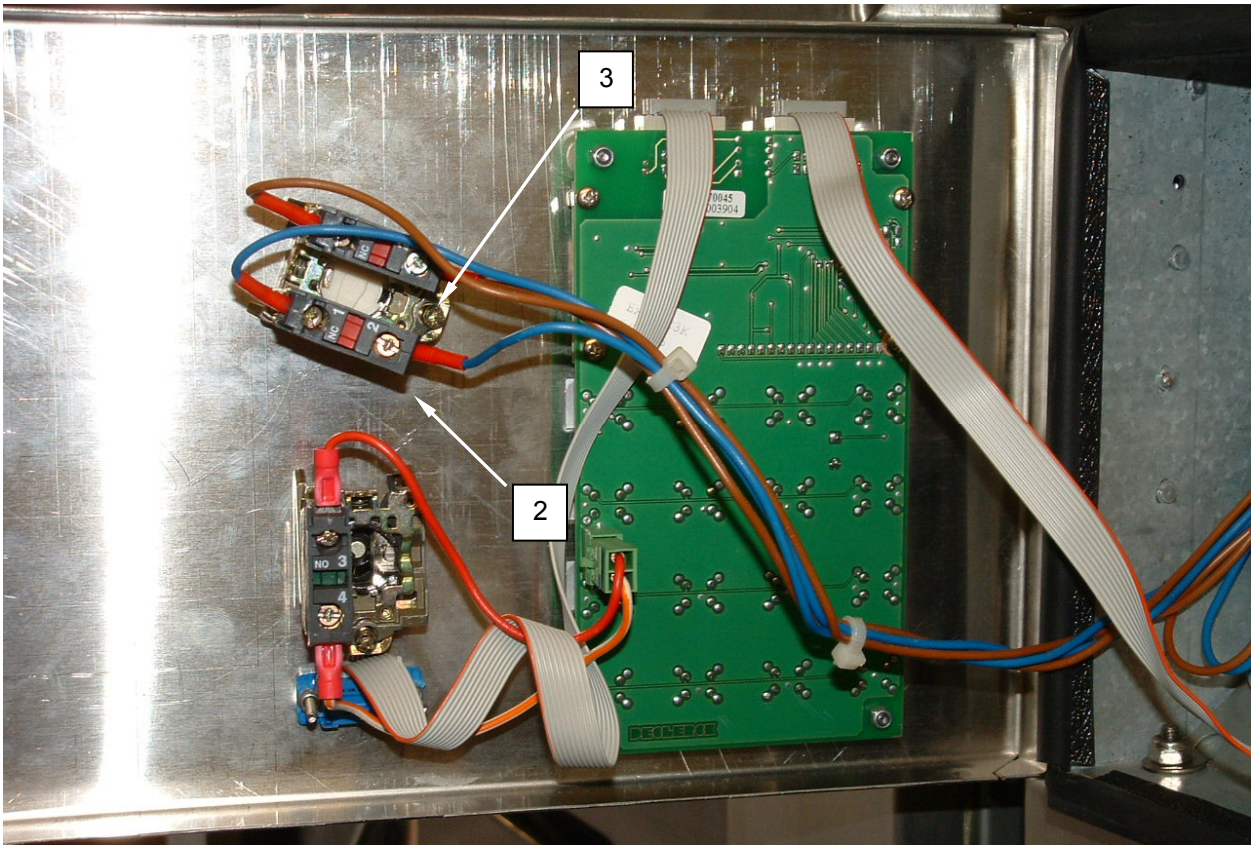

Figure 2. Replace the Washer Emergency Stop Switch.
2. Unlock and open control panel **(Figure 2, Item 1)**.
3. Tag and disconnect wiring from switch **(Figure 2, Item 2)**.
4. Loosen the screw **(Figure 2, Item 3)** securing the retaining catch **(Figure 3, Item 4)**.
6. Install the halves of the replacement switch **(Figure 3, Item 2)**, into the control panel **(Figure 2, Item 1),** and lock halves together.
7. Tighten the screw **(Figure 2, Item 3)** securing the retaining catch **(Figure 3, Item 4)**.
9. Close and lock control panel **(Figure 2, Item 1)**.